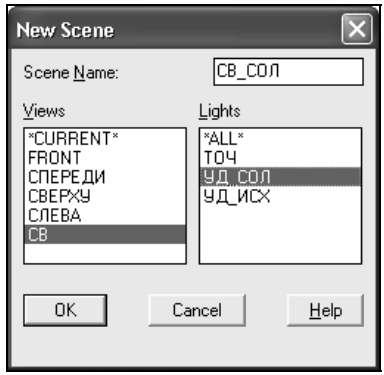

Рис. 12.44. Диалоговое окно **New Scene**
2. Нажатием кнопки **New** (Новый) открыть ДО **New Scene** (Новая сцена) (рис. 12.44).